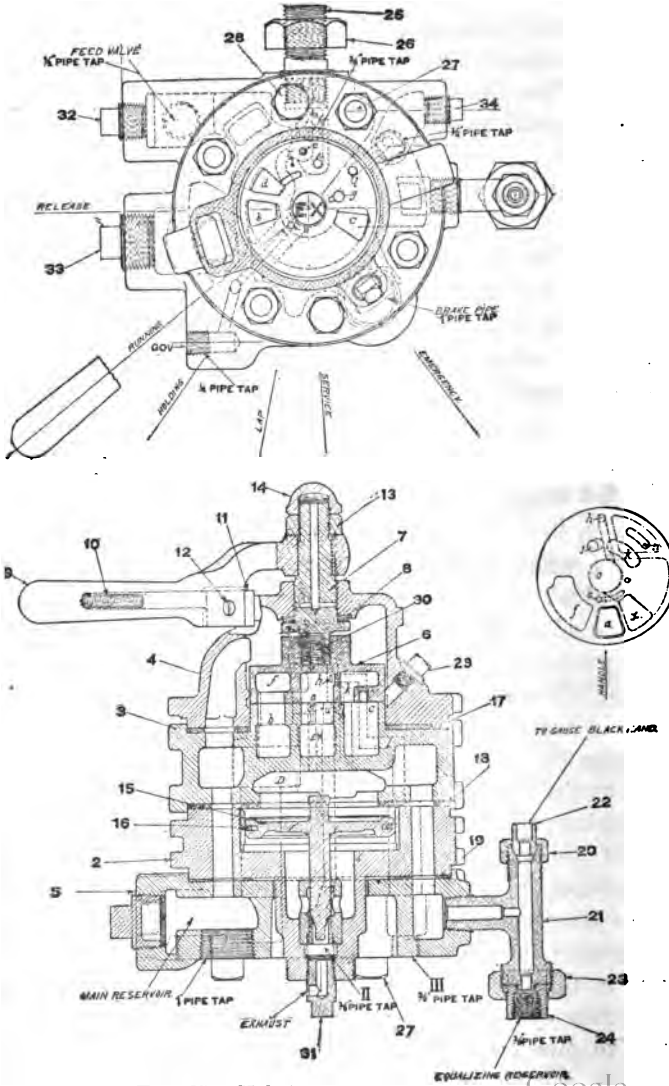

FIG. 75.—H-6 AUTOMATIC BRAKE VALVE.
Q. In Fig. 75 three distinct views are given. Name them.